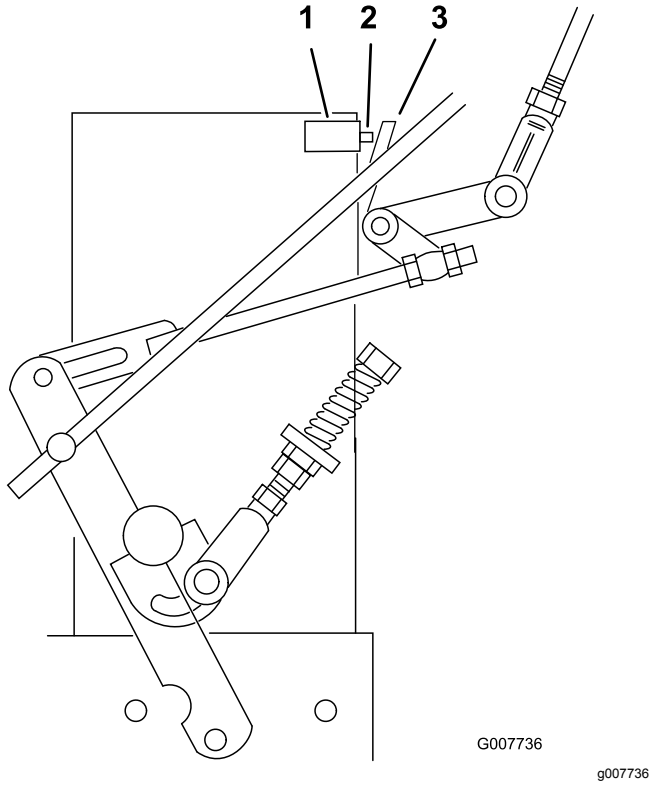

Figuur 33
7. Controleer of de veiligheidsschakelaar is ingedrukt en of er 8 mm ruimte is tussen het lipje en de schakelaar (Figuur 33).
8. Pas indien nodig de plaats van de schakelaar aan om te zorgen voor 8 mm ruimte (Figuur 33).